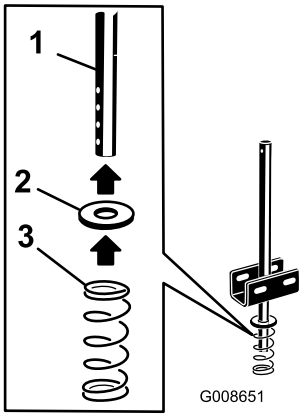

Figure 8
13. Place the washer and spring onto the multi-holed (shorter) end of the turnaround shaft (Figure 8).
14. Position the longer end of the turnaround shaft between the cylinder stop brackets until the shaft bracket holes align with the cylinder stop bracket hole (Figure 8). Make sure the spring rests on the spring bracket.